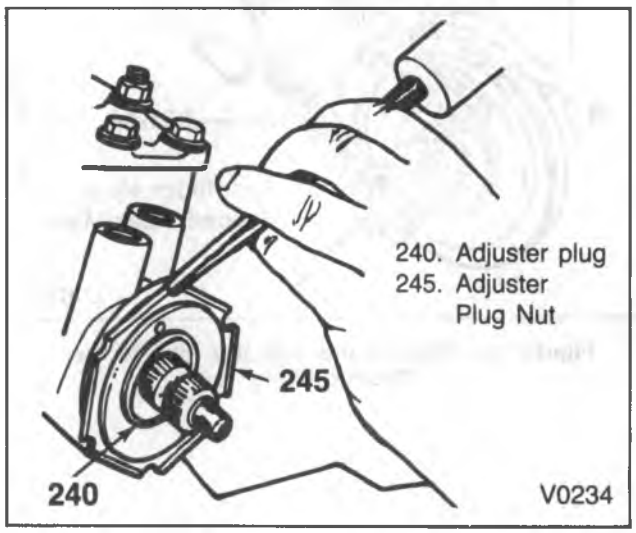

Figure 15—Loosening Adjuster Plug Nut
1. Loosen and remove the adjuster plug nut (245) (figure 15).
2. Turn the adjuster plug (240) in (clockwise), using J 7624, until the plug and thrust bearing are firmly bottomed in the housing.